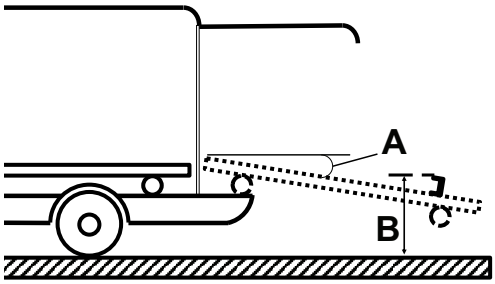

Figura 14 – Especificaciones de la placa de enganche y la bandeja de carga
- El ángulo (A) de la bandeja de carga no supera los 16° (Figura 14)
- La altura (B) desde la parte superior de la placa de enganche hasta el suelo es de entre 28,0 in (71,1 cm) y 29,4 in (74,7 cm) (Figura 14)